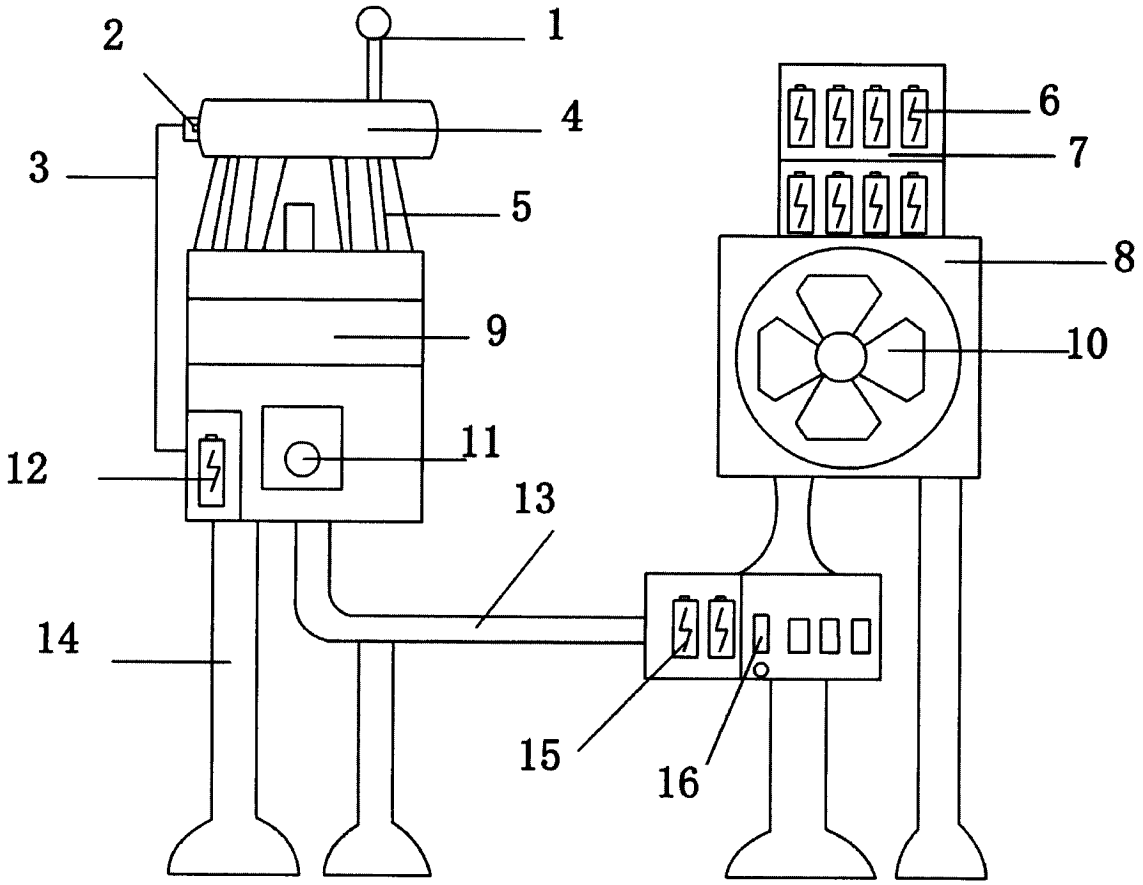

图 1
权利要求书1页 说明书2页 附图1页
[0007] 图 1 是本发明的实施例一的结构图。
[0010] 在图 1 所示实施例中，设置有天线 (1)，插头 (2)，电线 (3)，太阳能电板 (4)，支撑架 (5)，蓄电池 (6)，蓄电箱 (7)，电风扇 (8)，主机 (9)，扇叶 (10)，按钮 (11)，主机电池 (12)，管子 (13)，撑杆 (14)，充电电池 (15)，按钮箱 (16)。